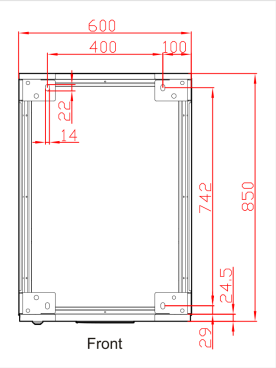

FIGURE 2-3 Floor fixing holes, mm, seen from above
2. Drill 4 holes of 0.55 in (14 mm) in the floor at the fixing holes of the cabinet (Figure 2-3).